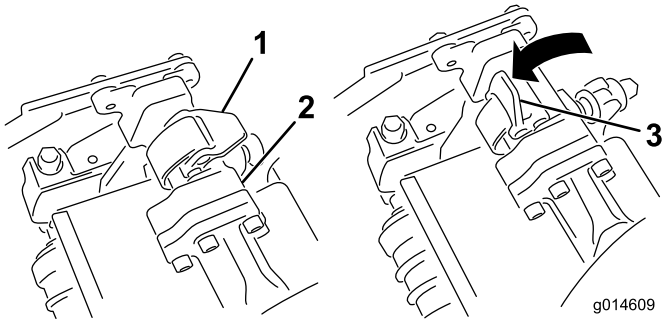
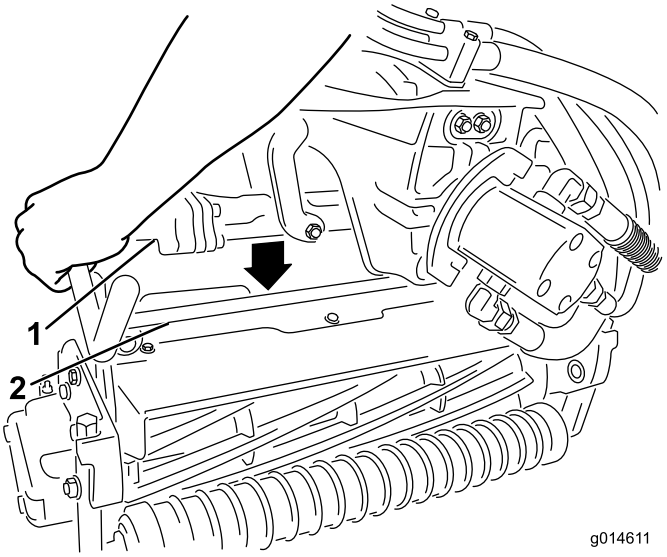

Figuur 33
Figuur 34
3. Zorg ervoor dat de vergrendelingen op de ophangarm omhoog wijzen (dus open staan) (Figuur 33), druk de ophangarm omlaag zodat de stang ervan over de stang aan de bovenkant van het maaidek valt (Figuur 34).
4. Sluit de vergrendelingen rond de stang van het maaidek en vergrendel ze (Figuur 33).
4. Open de vergrendelingen op de stang van de ophangarm van het maaidek dat u wilt verwijderen (Figuur 33).